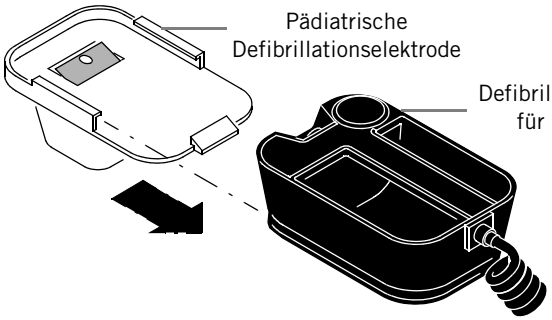

Abbildung 6-6 Anbringen von pädiatrischen Defibrillationselektroden
1. Die pädiatrischen Defibrillationselektroden werden von vorne auf die Defibrillationselektroden für Erwachsene aufgeschoben (siehe Abbildung 6-6).